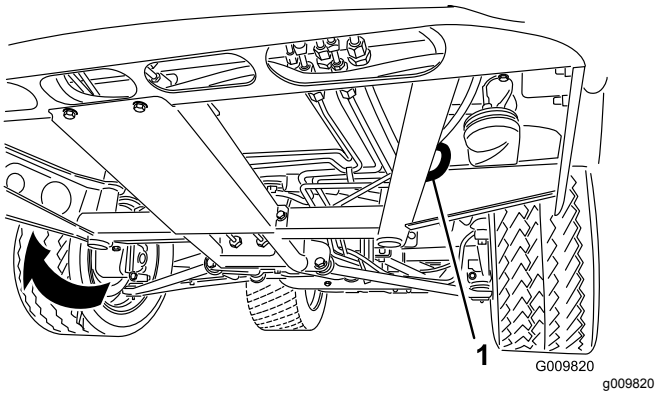
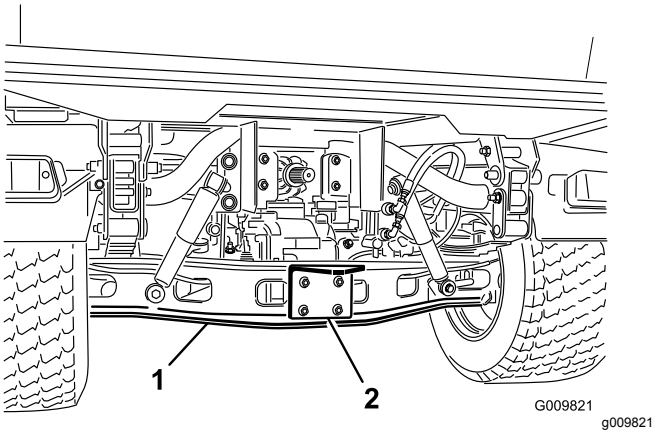

**Figur 26**
**Figur 27**
Se Figur 26 og Figur 27 for informasjon om festepunktene på maskinen.
1. Fest et tau til tungen på frontrammen til maskinen (Figur 26).